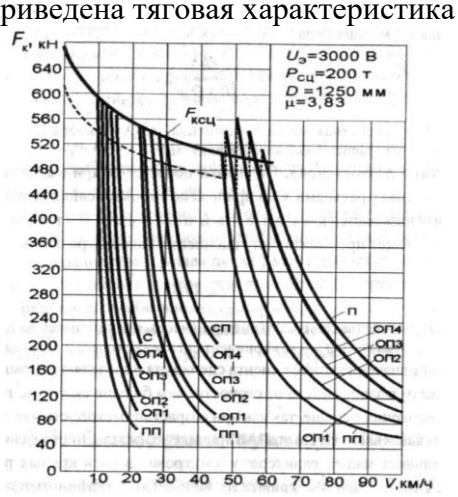

Рис.1
4. Для какого локомотива приведена тяговая характеристика (рис. 1)?